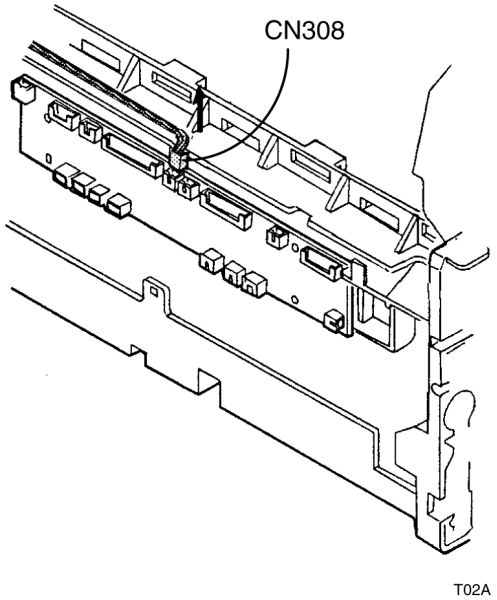

Рисунок 3. Отсоединение датчика вывода
5. (Рисунок 3): Отсоедините разъем датчика вывода (CN308) от платы разъемов. Освободите проводку от зажимов и обрежьте кабельные стяжки.